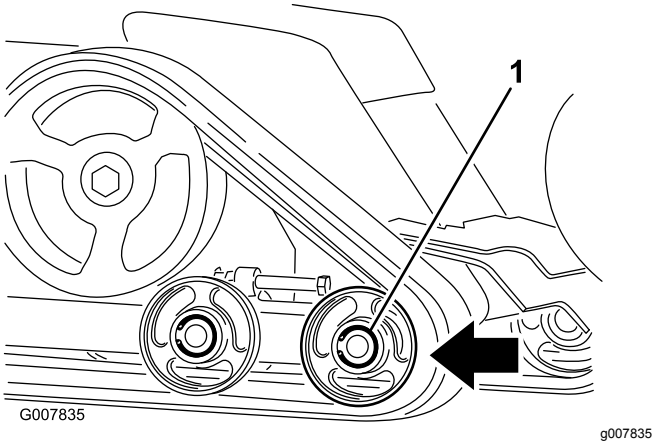

Figuur 49
6. Druk het voorste wegwiel zo ver mogelijk naar achteren (Figuur 49).
8. Neem de rupsband van de machine als de band van het wegwiel gelopen is (Figuur 49).
9. Begin bij de kettingwielaandrijving als u de nieuwe rupsband rond de aandrijving plaatst. Controleer of de aansluitpunten van de rupsband tussen de afstandsstukken op de aandrijving passen (Figuur 49).
10. Duw de rupsband onder en tussen de voorste en middelste wegwielen (Figuur 49).